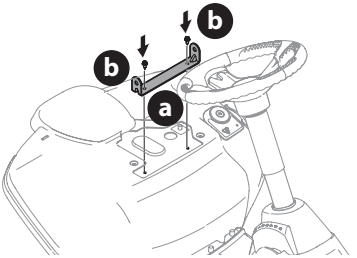

Figure 6
3. Alignez le support de siège (a) en place sur les trous d'où les deux vis autotaraudeuses (b) ont été retirés (Figure 6).
4. Utilisez une clé à cliquet de 1/4 pouce avec une douille de 3/8 pouce pour fixer le support du siège et les deux vis autotaraudeuses (b) qui ont été installées à l'étape 2 (Figure 6).